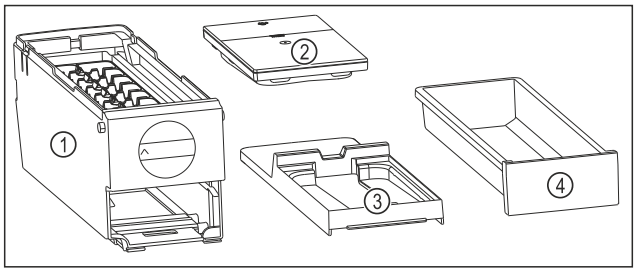

Fig. 146 Components of the EasyTwist-Ice
- ▷ EasyTwist-Ice is dismantled into four parts. (see Fig. 146)
- ▶ Only dismantle the EasyTwist-Ice into the components shown. (see Fig. 146)
- ▶ Clean the EasyTwist-Ice body *Fig. 146 (1)* as a whole.